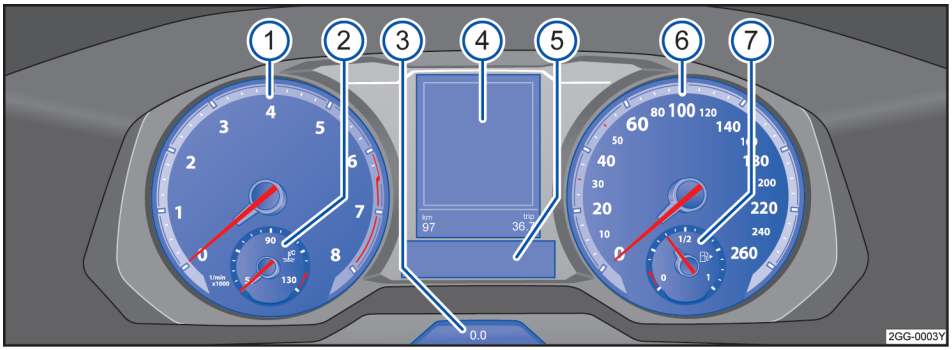

图 9 多功能组合仪表
关于多功能组合仪表的解释 →图 9：
– 配备模拟组合仪表的车辆：点按组合仪表中的→ 图 9③可将单程记录仪清零。